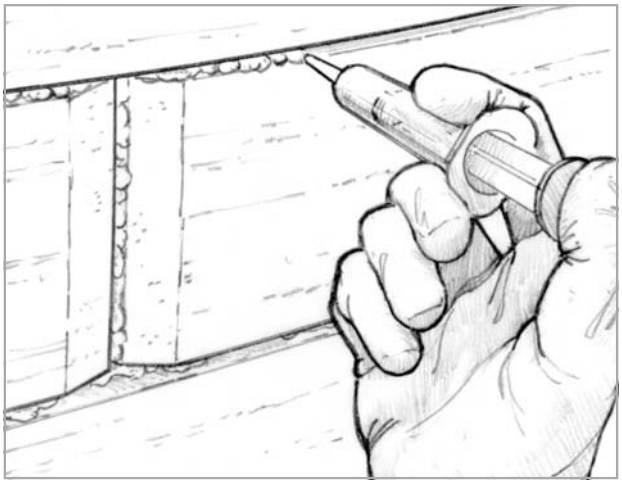

Figure 5-5 *Inject epoxy into the wet-out seam.*
6. After the epoxy cures thoroughly, remove the excess portion of the spline with a plane followed by coarse sandpaper *(Figure 5-5)*. Fill the vertical seams and any remaining voids with epoxy/407 fairing compound before final fairing and finishing.